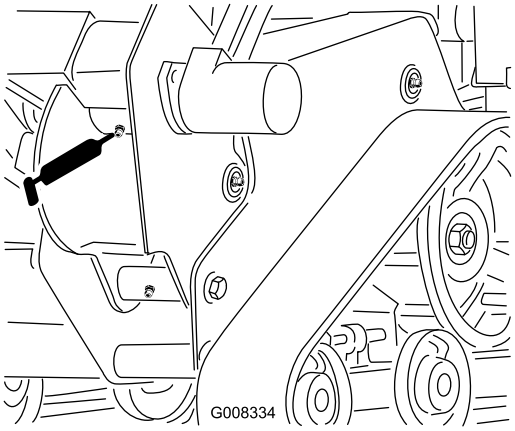

**Rysunek 31**
2. Oczyść smarowniczki obudowy koparki do rowów za pomocą szmatki i podłącz do nich smarownicę pistoletową (Rysunek 31).